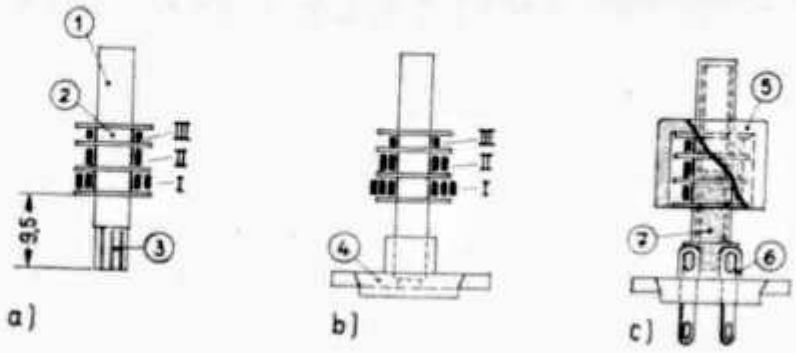

Abb. 13.
5) Die Wicklung ist in 3 Kammern aufgeteilt. Von Kammer I (Abb. 13) führt das Hf-mäßig kalte Ende weg. Kammer III ist schmaler als II und I. Die Gesamtwindungszahl von 64 teilt sich wie folgt auf: Kammer I 20 Wdg., Kammer II 26 Wdg. und Kammer III 18 Wdg.